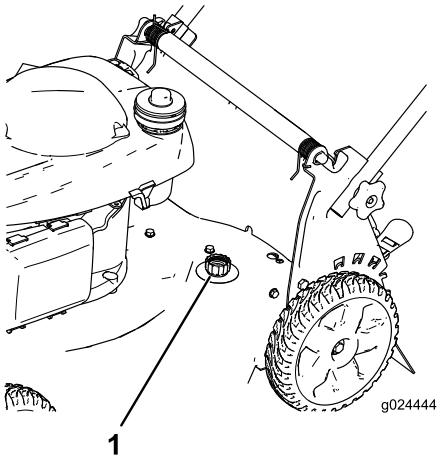

Figura 26
4. Conecte una manguera de jardín que esté conectada a un grifo al orificio de lavado de la carcasa de la máquina (Figura 26).